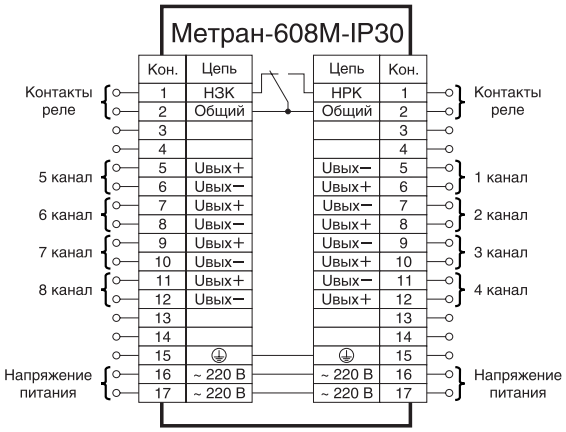

Рис.2. Для IP30.
- для исполнения с IP30: клеммные колодки для подключения датчиков, сетевого напряжения, контактов реле аварийной сигнализации к внешним исполнительным устройствам, а также зажим защитного заземления (см.рис.2).